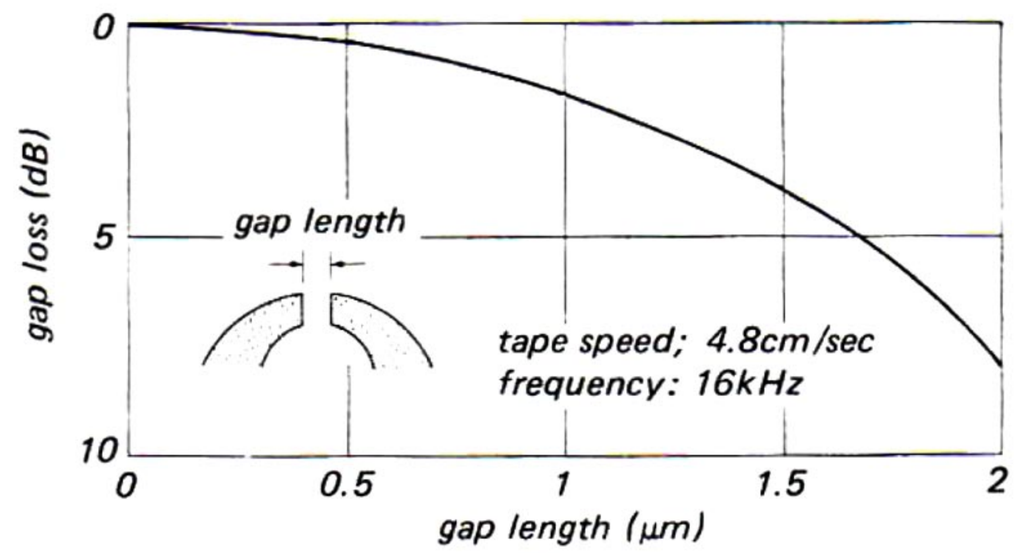

*Fig. 7*
a) Generally, the gap's length of a head is as short as possible to obtain a maximum gain in the higher-frequency region. This is clearly shown in Fig. 7 below.